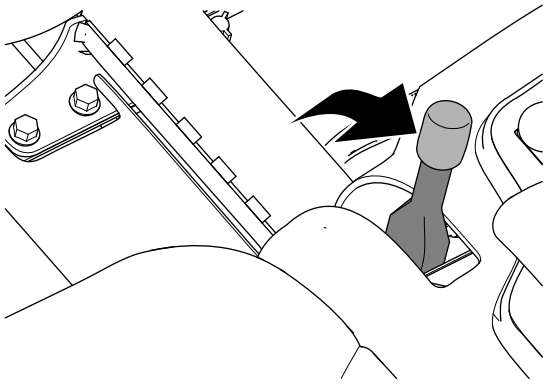

**Figuur 33**
2. Stel de parkeerrem in werking (Figuur 33).